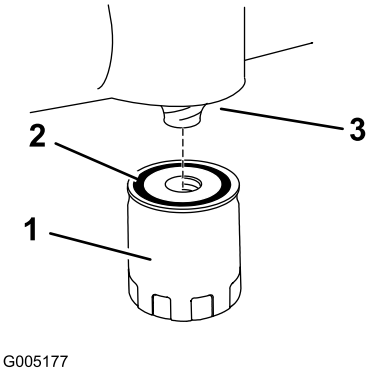

Figur 35
13. Installer det nye oljefilteret på monteringsklossen. Drei oljefilteret med klokken til gummipakningen kommer i kontakt med puten. Trekk deretter til filteret ytterligere 2/3 til 1 omdreining (Figur 35).